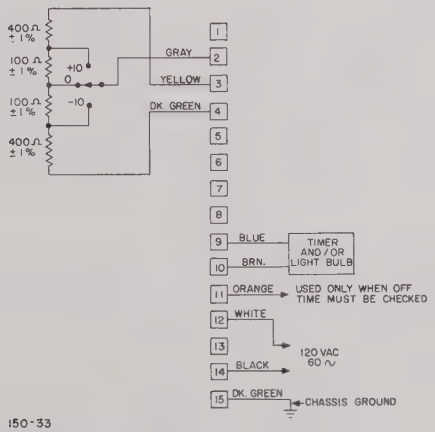

Figure 1. Connections to 15-Wire Test Cable
**b. TEST SET-UP.** Wire the interconnecting cable as shown in figure 1 with the test switch in the "O" position. Remove the plug-in cable from PL1 (see component layout diagram), and insert the interconnecting test cable. Be sure that the word "FRONT" stencilled on the cable connector faces the front of the controller. If the unit does not perform each step as outlined below, refer to the schematic diagram and correct the trouble before proceeding with test.